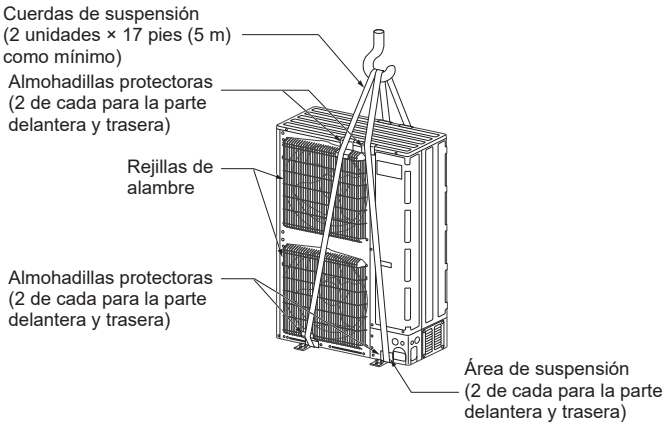

Fig. 2-2
2.4.1. Colgar la unidad (Fig. 2-2)